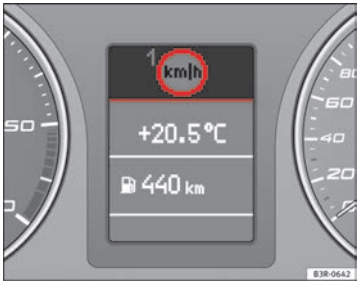

Abb. 56 Display: Geschwindigkeitswarnung
Die Geschwindigkeitswarnanlage warnt den Fahrer, wenn er eine zuvor abgespeicherte Höchstgeschwindigkeit überschreitet. Sobald die Geschwindigkeit den abgespeicherten Wert um etwa 10 km/h überschreitet, ertönt ein akustisches Warnsignal. Gleichzeitig erscheint im Display ein Warnsymbol ⇒ Abb. 56.
Das Geschwindigkeitswarnsymbol im Display der Warnschwelle 1 ⇒ Abb. 56 erscheint beim Überschreiten der gespeicherten Höchstgeschwindigkeit. Es erlischt wieder, wenn die Geschwindigkeit unter die gespeicherte Höchstgeschwindigkeit verringert wird.
– Die CHECK-Taste so lange drücken, bis das Symbol ⇒ Abb. 56 erscheint.